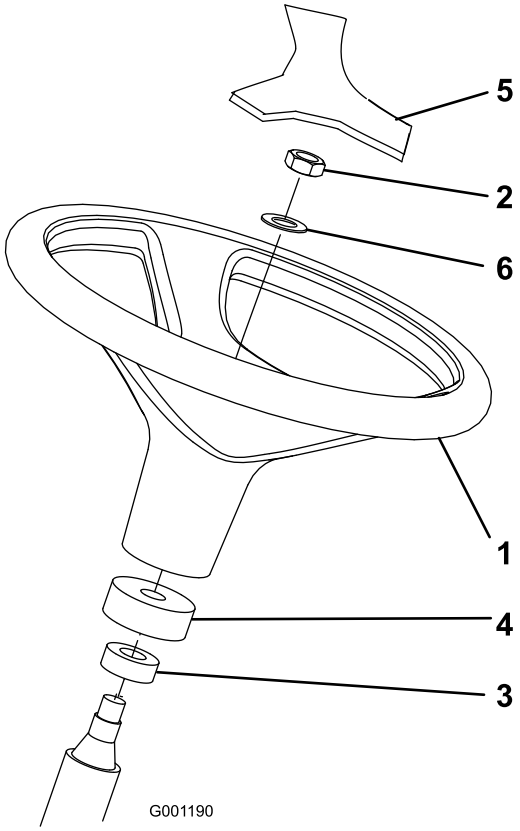

**Figur 3**
1. Lossa ratten från leveransplattformen (Figur 3).
**Obs:** Kontrollera att skumstoppringen och dammskyddet sitter på styraxeln (Figur 3).
3. Skjut på ratten och brickan på styraxeln (Figur 3).
5. Montera skyddet på ratten (Figur 3).